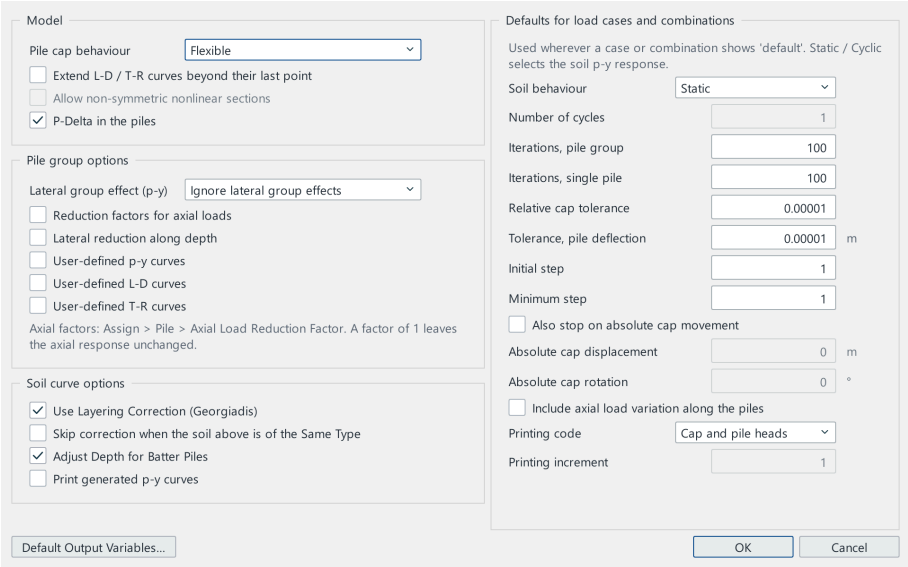

Figure 16.108 — Example 25 — Analysis Options with P-Delta in the piles
5. **Analyze ▸ Analysis Options…** (Figure 16.108): **P-Delta in the piles** is ticked by default. For the comparison below the case is run once more with it cleared.